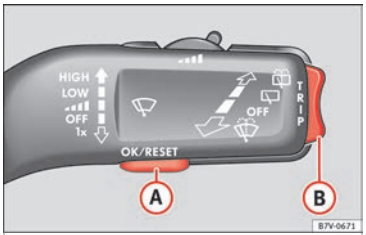
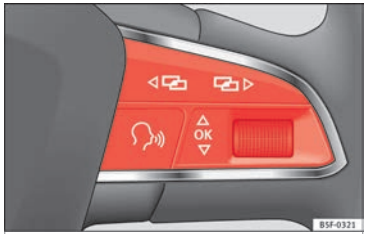

Bild 45 Vindrutetorkarspak: knappar för att komma åt instrumentpanelens menyer
Bild 46 Multifunktionsratt: knappar för att komma åt instrumentpanelens menyer
- Om ett meddelande eller en symbol visas trycker du på OK (**››› bild 45** Ⓐ eller **››› bild 46**).
- Tryck vippbrytaren **››› bild 45** Ⓑ uppåt eller nedåt, eller vrid tumreglaget på multifunktionsratten tills du når önskat menyalternativ. **»**